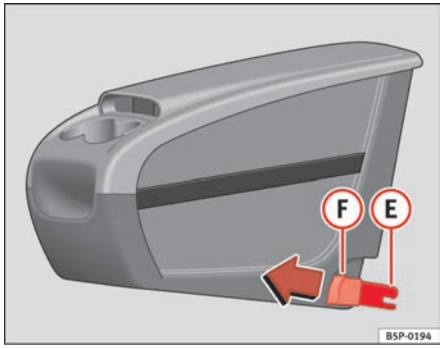
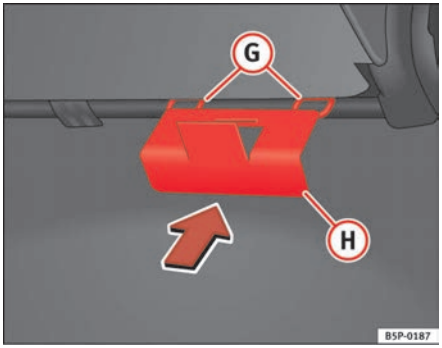

Fig. 111 Mobile stowage compartment Installation
Fig. 112 Mobile stowage compartment mounting plate
– Fit the mobile stowage compartment mounting plate (H) ⇒ fig. 112 from the inside of the vehicle, through the rear section of the seat. It should be fitted between the back rest and the seat, in the central seat area.
– Set both mounting pieces together (E) ⇒ page 143, fig. 111, with both mounting rings (G) ⇒ page 143, fig. 112 and press hard until both the clips completely connect with the rings.
– Pull each of the buttons ⇒ page 143, fig. 111 (F) on the clips (red buttons) forwards, until they snap out of place.